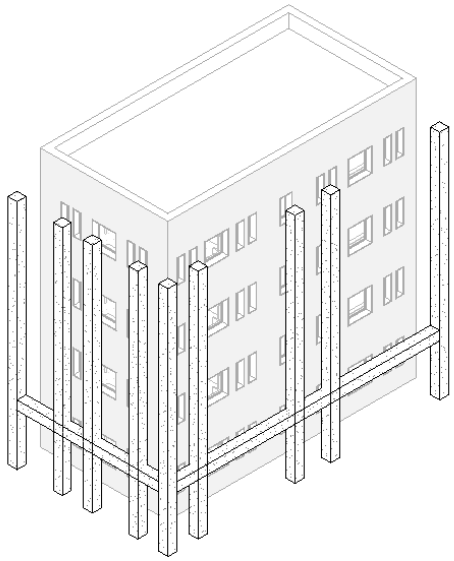

Figure 16-67 *The 3D view of the added structural elements*
23. Right-click on the **ViewCube** tool; a shortcut menu is displayed. Choose **Orient to a Direction > Northeast Isometric** from the shortcut menu; the current view reorients toward the northeast isometric view, as shown in Figure 16-67.